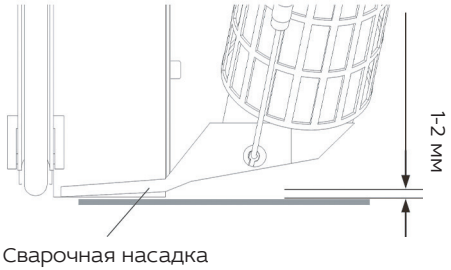
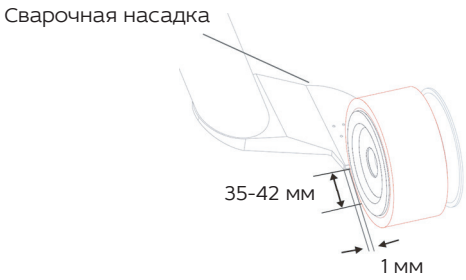
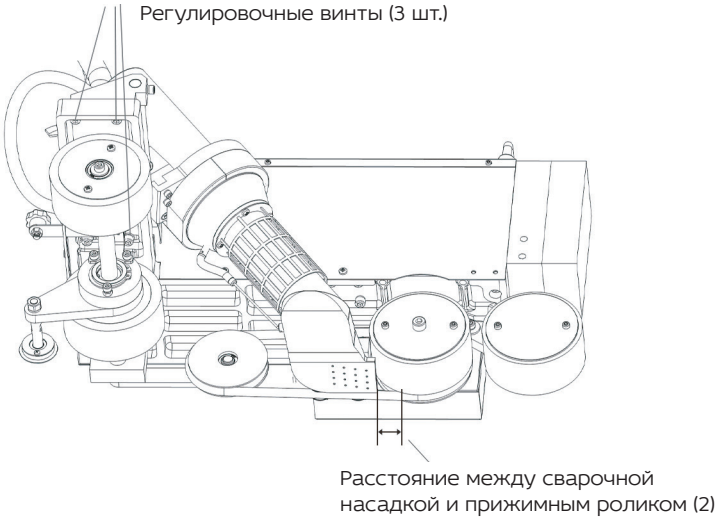

Рис. 1
Рис. 2
Рис. 3
♦ Настройка положения сварочной насадки по умолчанию *(рис. 1 и рис. 2)*.
1. Расстояние между сварочной насадкой и поверхностью должно быть таким, как показано на *рис. 1*. (Заводские настройки могут сбиться в процессе транспортировки, поэтому перед работой рекомендуется проверить правильность позиционирования насадки).
2. Расстояние между сварочной насадкой и приводным прижимным роликом (2) должно быть таким, ка показано на *рис. 2* и *3*. Если это не так, произведите регулировку положения сварочной насадки, предварительно ослабив регулировочные винты *(рис. 3)*.